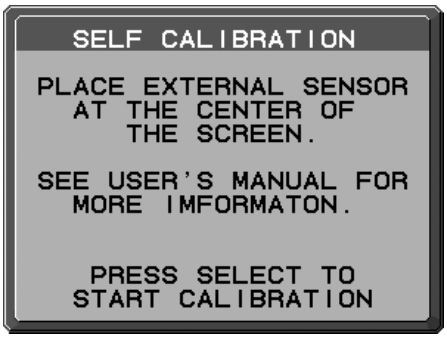

Figure S.2
3. Lors de la procédure, on vous demandera de placer l'analyseur couleur externe à portée proximale au centre du panneau d'affichage (**Figure S.2**). Placez l'analyseur couleur externe à portée proximale au centre du panneau d'affichage, puis appuyez sur SELECT.